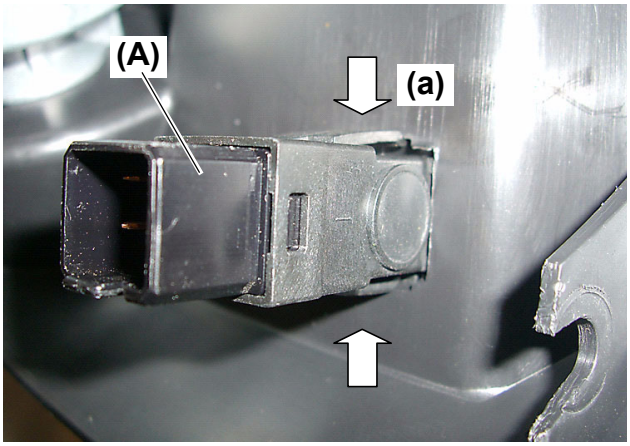

Fig. 2
2. Pull out the hazard lights button switch **(Fig. 2, 3, (A))** by compressing the notch from the back of the hazard lights button switch.